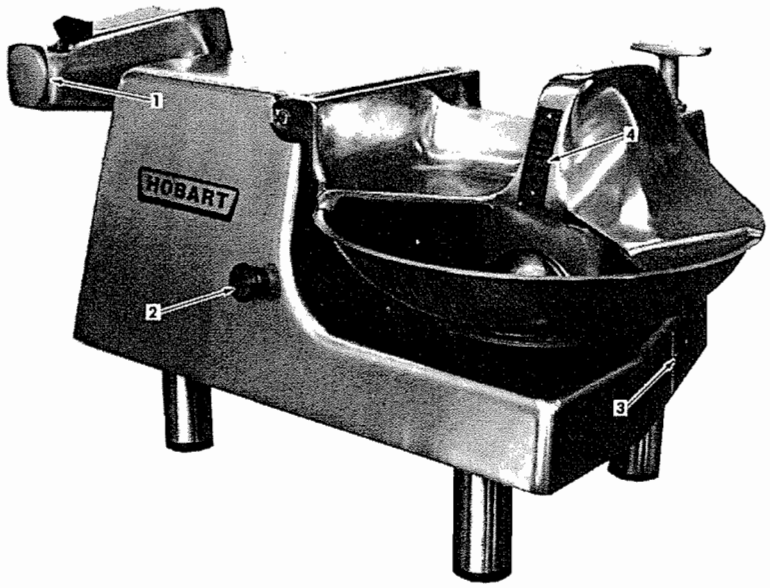
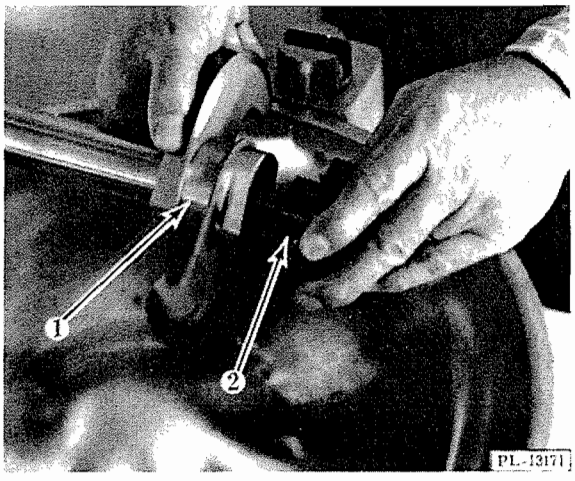
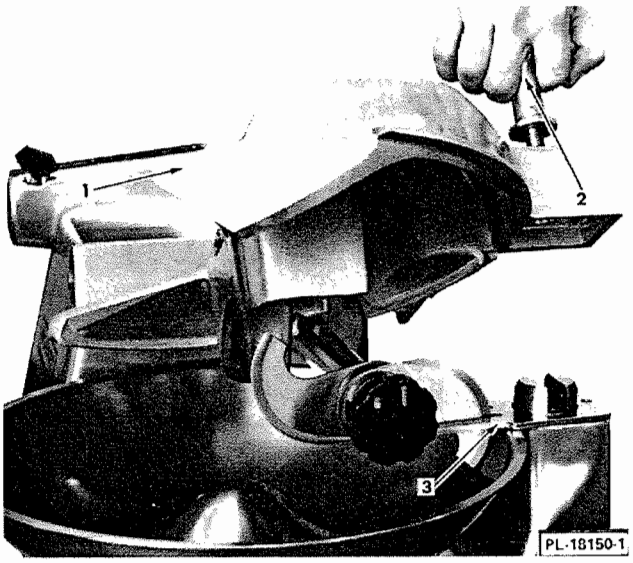
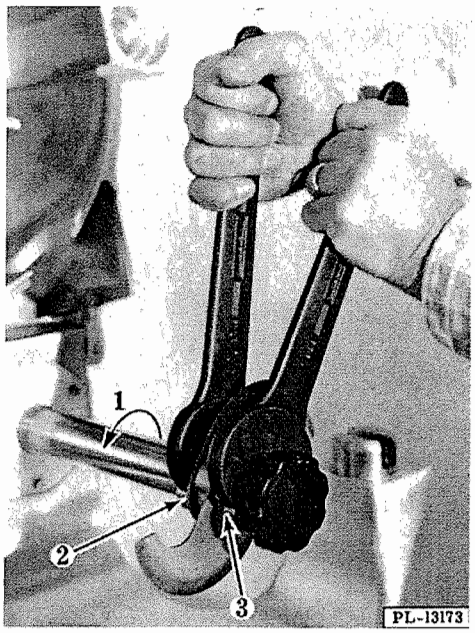

Fig. 1
Fig. 2
Fig. 3
Fig. 4
A.1 Before making any electrical connections, CHECK THE SPECIFICATIONS ON THE NAME PLATE (3, Fig. 1) TO MAKE SURE THEY AGREE WITH THOSE OF YOUR ELECTRICAL SERVICE. Connect multi-phase motor so bowl will turn clockwise. Knives will then turn downward (viewed from front of the machine), (see arrow on knife shaft (1, Fig. 4)).
B.1 All knives are dangerous. CAUTION: KEEP HANDS FROM UNDER BOWL COVER. A caution plate is attached to the bowl cover (4, Fig. 1) as a reminder.
B.2 The bowl cover is locked down (see section G) when the switch (2, Fig. 1) is pulled "On". It cannot be unlocked until the switch is pushed "Off". If the bowl cover is removed or in a raised position, the switch cannot be pulled "On". After the switch is pushed off, the knives rotate briefly.
C.1 Before operating the food cutter, make sure the knives are correctly mounted and tightened on the shaft (section E.2). The comb (3, Fig. 3) should be in place and the bowl cover locked down (section G).
E.1 The knife assembly (1, Fig. 2) should be removed as a unit for cleaning, sharpening, etc. Stop machine, wait for knives to STOP turning, unlatch and raise bowl cover, remove hand knob (2, Fig. 2) and carefully slide unit from shaft.
cut downward at center of bowl when viewed from the hand knob (2, Fig. 2) end.
E.2.1 To check clearance or make adjustment, disconnect the power supply (make sure knives are not turning) unlatch and raise bowl cover (1, Fig. 3). Loosen hand knob (2, Fig. 2) a couple of turns (without removing knife unit from machine). Hold a wrench on the flats of sleeve (2, Fig. 4) to keep sleeve from turning and slightly loosen nut (3, Fig. 4) with a second wrench. Carefully tap loosened knives with a block of wood until the proper clearance is reached. Retighten nut, then hand knob.
G.2.1 Push switch (2, Fig. 1) "Off" - releasing interlock. WAIT for knives to stop.
G.2.2 Turn bowl cover lock knob (2, Fig. 3) at right angle (approx.) to machine and lift knob.
G.4 The knife comb (3, Fig. 3) may be lifted up and off when the bowl cover is in the raised position.
H.1 The attachment drive (1, Fig. 1) will power #12 size Hobart attachments. These include the Chopping End, 9" Vegetable Slicer and Power Dicer. CAUTION: **When using attachments, always fully extend the extension foot to front position.**